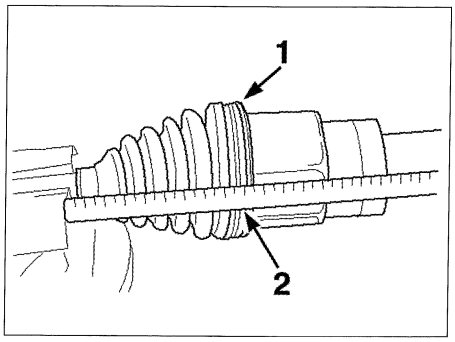

FIG. 6
• Empujar la tulipa (1) en el trípode hasta el tope, después hacerla retroceder 20 mm (2) **(fig. 6).**